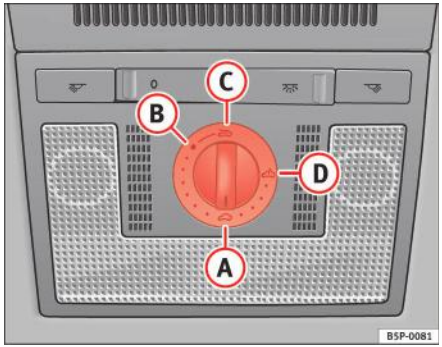

Fig. 69 Descrierea capitonajului: butonul rotativ pentru trapă / deflector
– Rotiți butonul rotativ în poziția (A) ⇒ fig. 69 ⇒ ⚠.